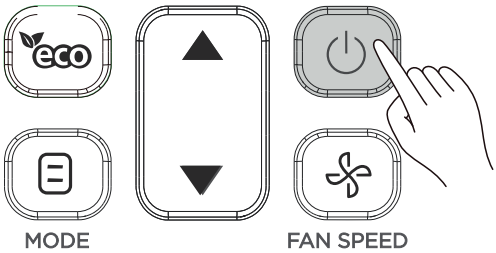

Rysunek 3.3
1) Naciśnij przycisk (patrz Rysunek 3.3), na wyświetlaczu pilota pojawi się ikona . Jednostka wewnętrzna rozpocznie pracę.